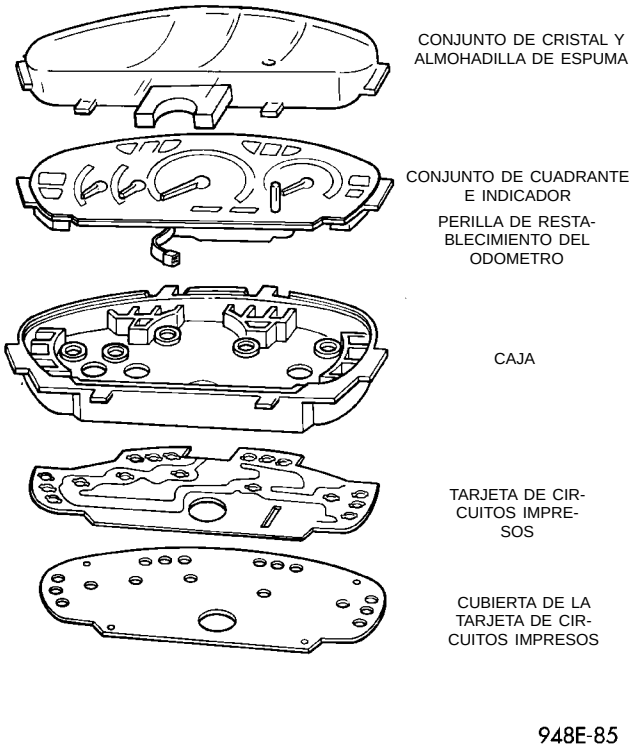

Fig. 17 Conjunto del grupo de instrumentos
(1) Retire el grupo de instrumentos. Consulte Desmontaje del grupo de instrumentos.
(2) Retire los tornillos de fijación y la cubierta trasera (Fig. 17). Para acceder a los tornillos inferiores